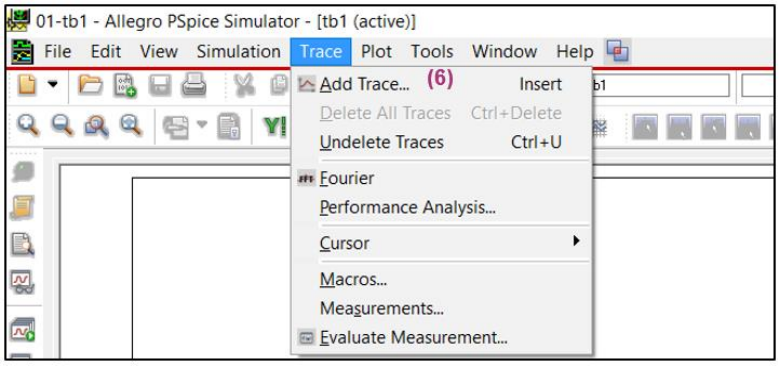
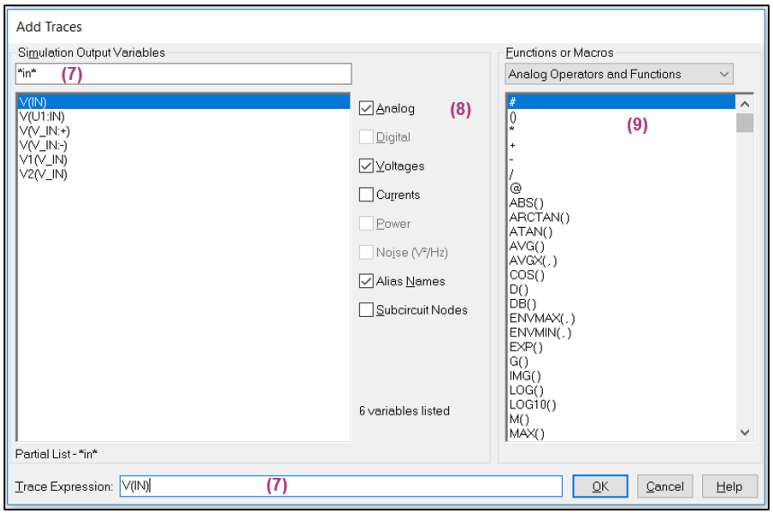

Figure 22 Plot signals
Figure 23 Plot signals
After the simulation reaches 100%, the signals can be plotted. As shown in the **Figure 22** below, click on the **Trace** menu → **Add trace (6)**. Alternatively, it is possible to press the **Add trace** button (toolbox section) or **Insert** button (keyboard). As visible in **Figure 23**, the respective signals need to be selected from the list to plot them. After the selection is done press the **OK** button **(7)**.